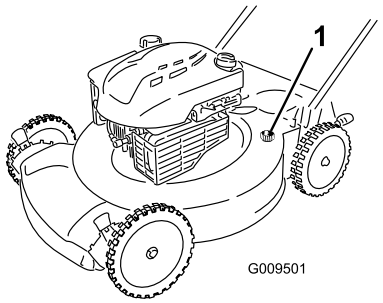

Figur 25
4. Anslut en trädgårdsslang, som är ansluten till en vattenkälla, till tvättanslutningen på maskinkåpan (Figur 25).